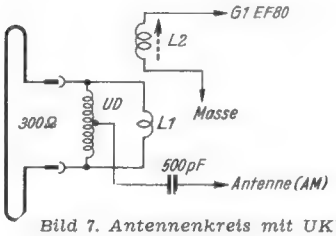

Bild 7. Antennenkreis mit UKW-Drossel zur Mitverwendung des Dipols als AM-Antenne. UD = 2x22 Windungen auf 10-kΩ-Widerstand
trische Weiche **(Bild 7)** anzubringen. Diese besteht aus der UKW-Drossel (UD) mit Mittelanzapfung, die mit der AM-Antennenbuchse verbunden wird.